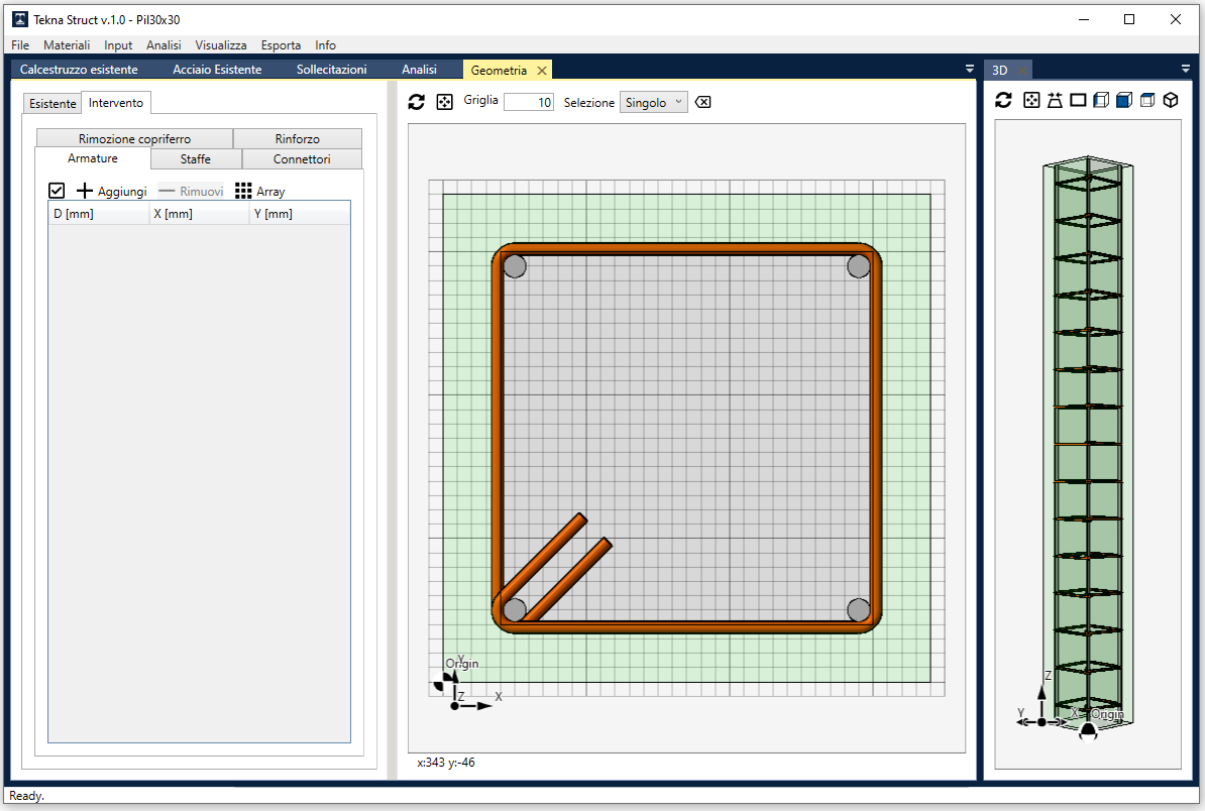

Fig. 26 – Menu Armature integrative
- l'inserimento di eventuali armature integrative (ferri d'armatura, array di ferri d'armatura, staffe), per le quali valgono le stesse modalità di inserimento relative alle armature esistenti (Fig. 26);